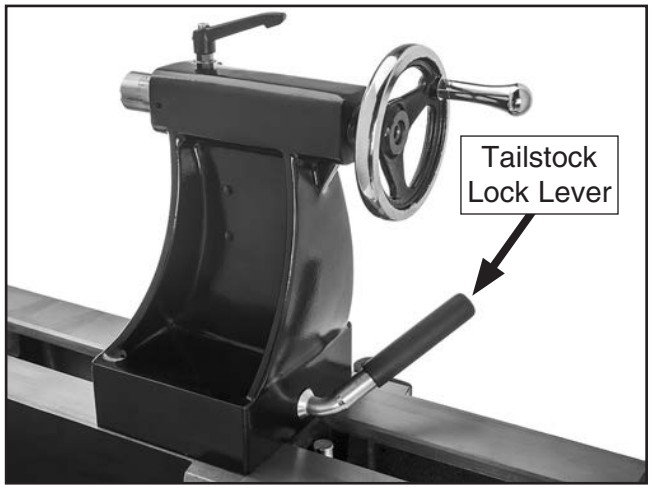

Figure 31. Location of tailstock lock lever.
1. Loosen tool rest base lock lever and move tool rest assembly to desired position on lathe bed, as shown in **Figure 31**.
3. Loosen tool rest lock handle (see **Figure 31**).